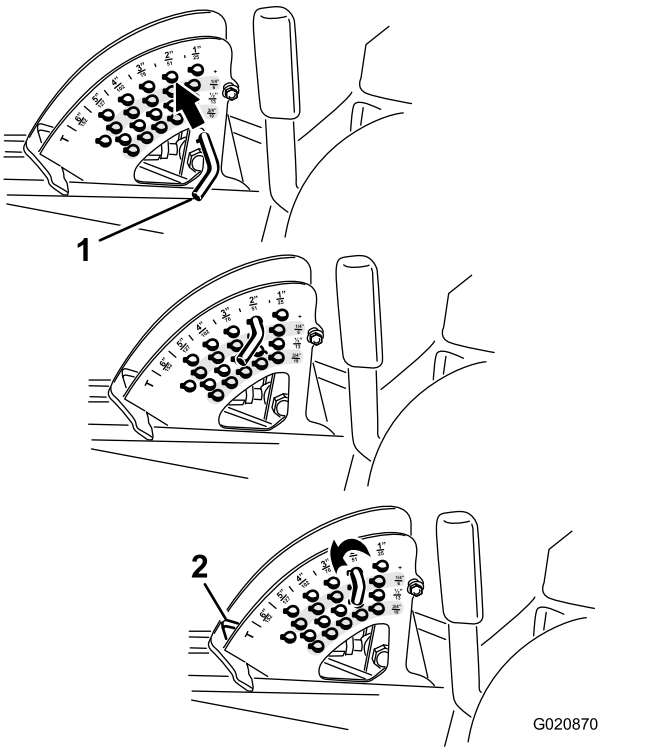

Figura 25
2. Girate la spina di arresto fin quando la spina interna non è allineata con gli intagli previsti nei fori della staffa dell'altezza di taglio, e toglietela (Figura 25).
3. Nella staffa dell'altezza di taglio scegliete un foro corrispondente all'altezza di taglio richiesta, inserite la spina e bloccatela per mantenere questa posizione (Figura 25).
Nota: Vi sono 4 file di fori di posizionamento (Figura 25). La fila superiore fornisce l'altezza di taglio elencata sopra la spina. La seconda fila fornisce l'altezza elencata più 6 mm. La terza fila fornisce l'altezza elencata più 12 mm. La fila inferiore fornisce l'altezza elencata più 18 mm. La posizione di 15,8 cm ha un solo foro, situato nella seconda fila, che non aggiunge 6 mm alla posizione.